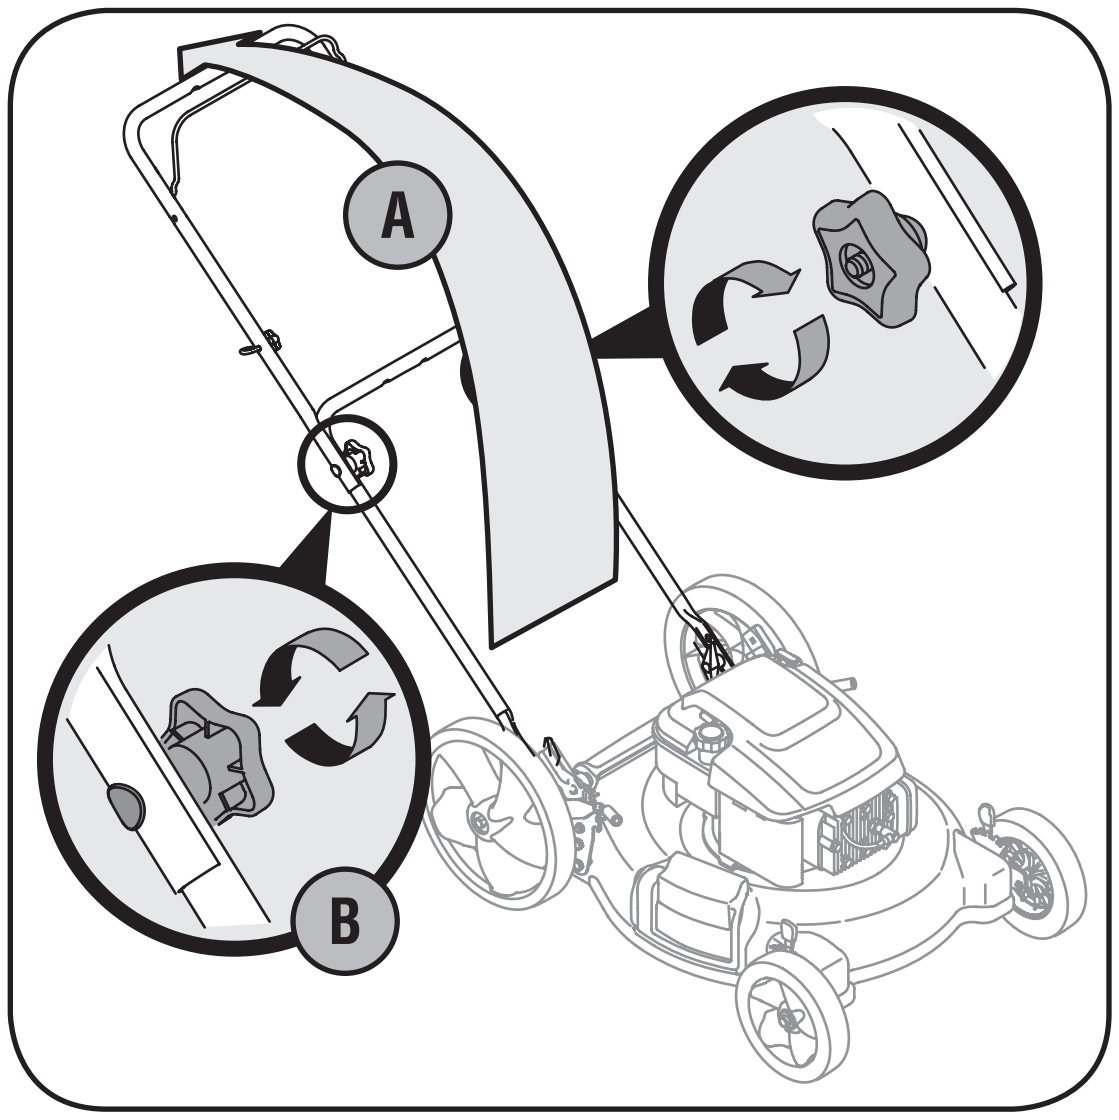

Figure 3-1: Unfold handle and tighten hardware.
a. Pull up and back on upper handle as shown in Figure 3-1. Make certain the lower handle is seated securely into the handle mounting brackets. Do not crimp cable while lifting the handle up.